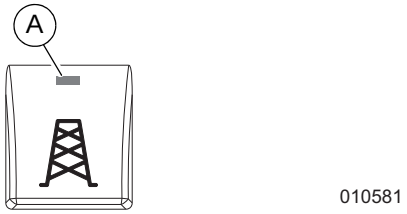

Figure 3-54. Utility Mode Button
5. See *Figure 3-54*. On controller, deactivate utility mode by pushing the Utility Mode button.